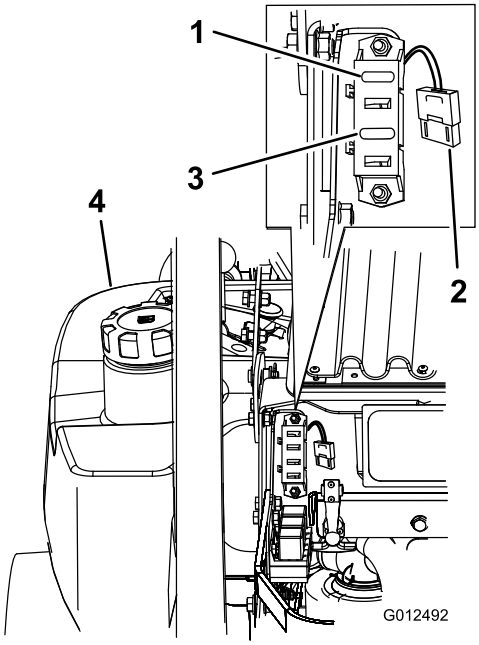

Figuur 55
1. Maak de motorkap open om toegang te krijgen tot de zekeringhouder (Figuur 55).
3. Monteer een nieuwe zekering (Figuur 55).